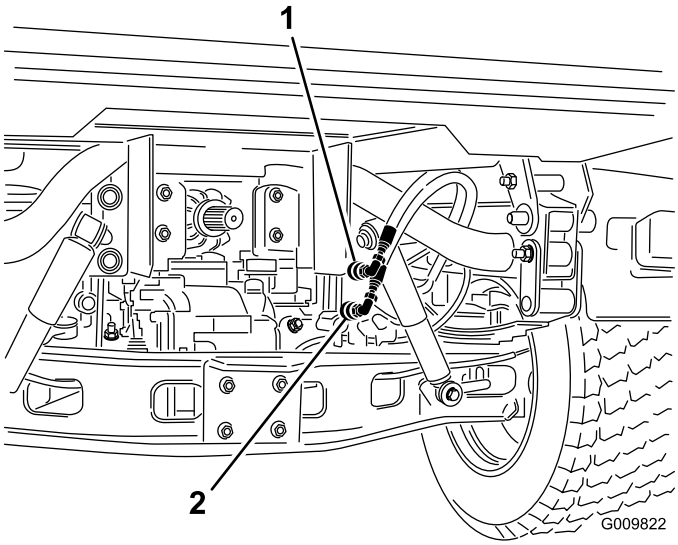

Figur 92
2. På begge køretøjer: Kobl de to lynkoblingsslanger fra slangerne, der er fastgjort på koblingsholderen (Figur 92).